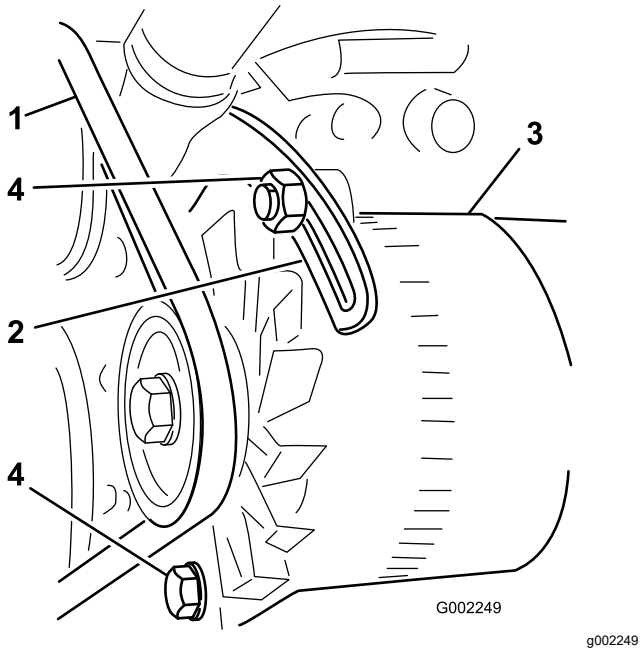

**Bild 106**
3. Lösen Sie die Schraube, mit der der Drehpunkt an der Lichtmaschine befestigt ist, und die Schraube, mit der die Lichtmaschine an der geschlitzten Strebe befestigt ist (Bild 106).